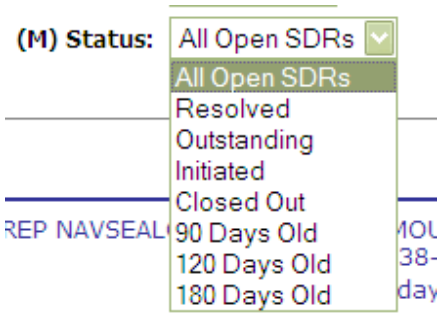

Figure 6.2
1. This page allows for filtering of SDR records by Reporting DoDAAC, SDR Creator Code, Start Date, End Date and various Status options. See Figure 6.2